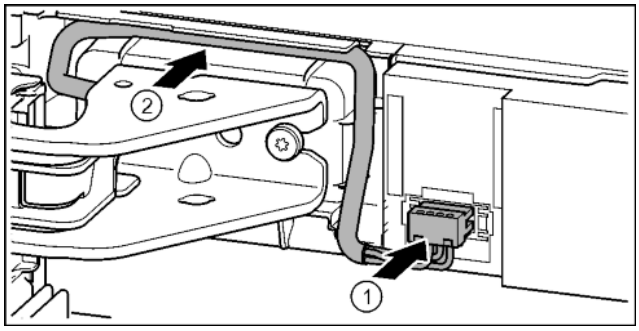

Fig. 40
▶ Stecker über oberen Lagerbock einrasten und Kabellitzen vorsichtig in Kanal legen. *Fig. 40 (1)*
▶ Graues Kabel vorsichtig in der Führung über dem oberen Lagerbock verlegen. *Fig. 40 (2)*